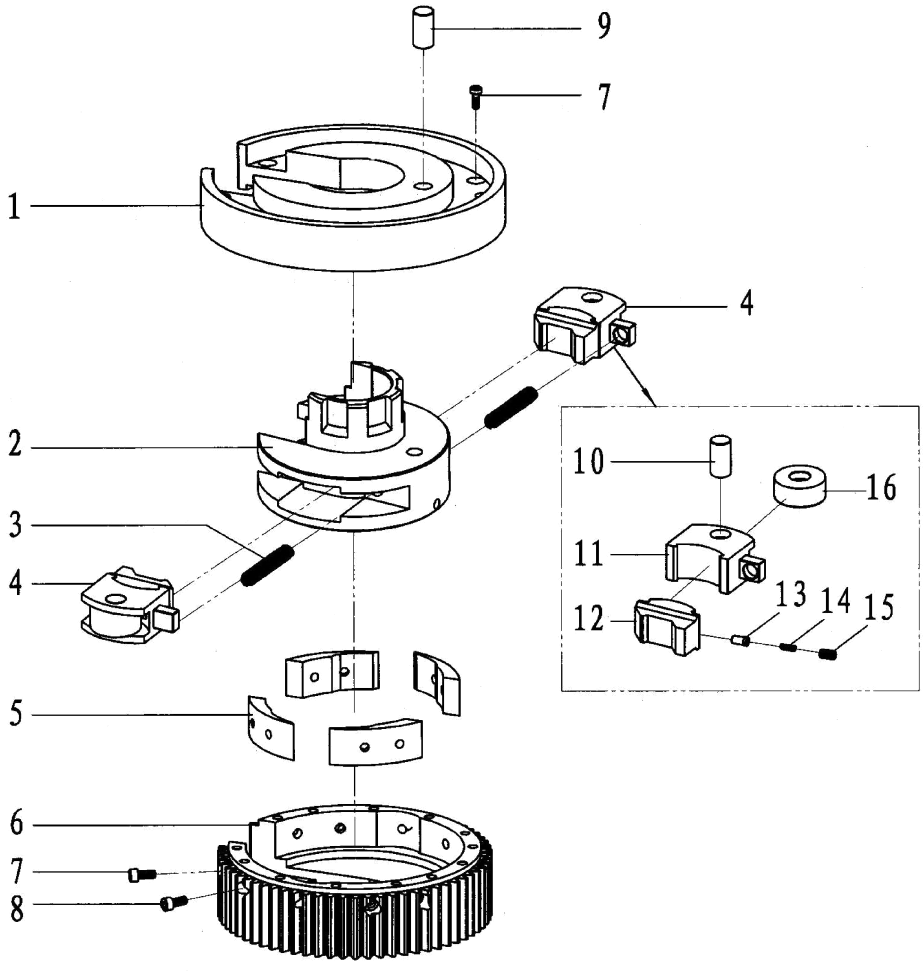

Fig.4
9.2.2Tong head cover assy. and parts list（Fig 4，Table 4）
9.2.2 Tong head assy. and parts list（Fig 4,Table 4）